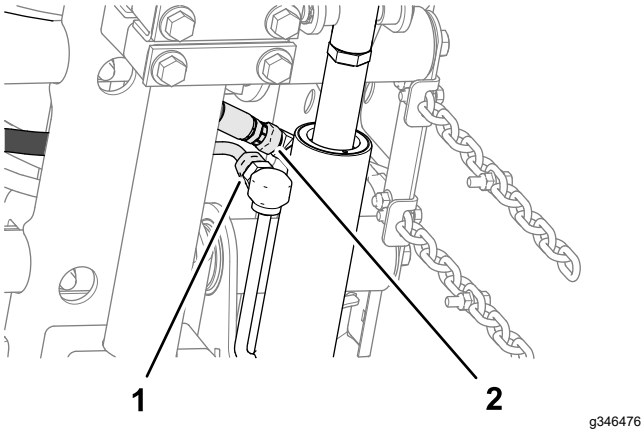

Figur 16
2. Rikta in en distansbricka mellan bärplattan och fästplattan (Figur 16). Montera sedan plattorna och distansbrickan löst med en vagnsskruv (⅜ x 1 ¼ tum) och en flänslåsmutter (⅜ tum).